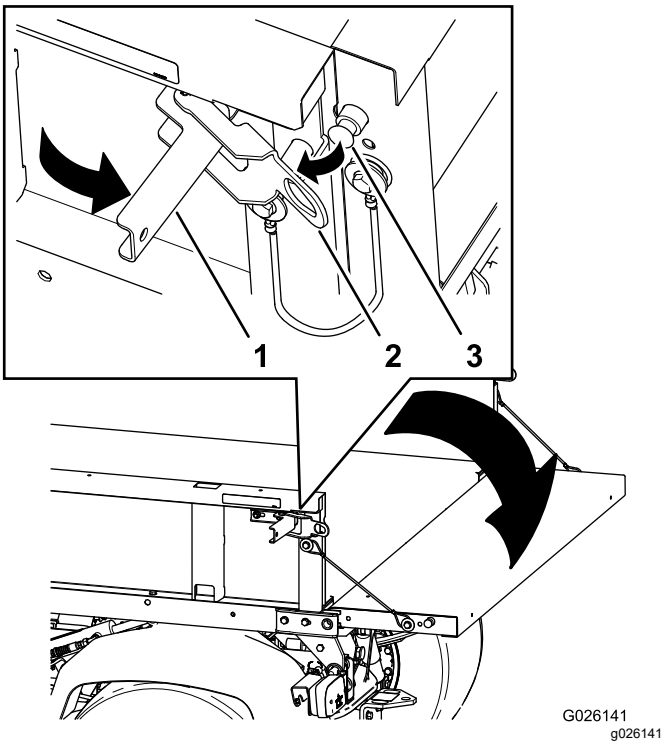

Figuur 16
2. Zet de sluitingen aan de linker- en rechterzijde van de laadbak los en laat de achterlaadklep zakken (Figuur 16).